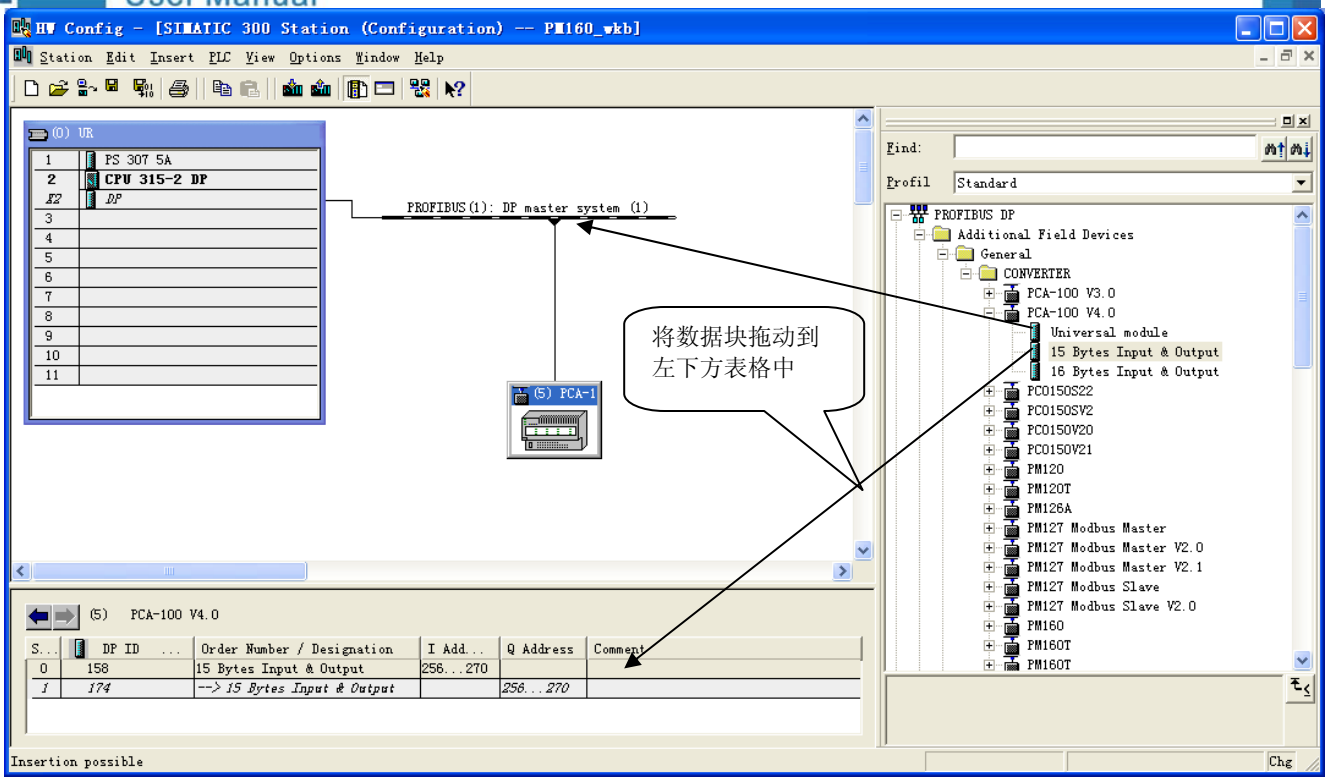

图 10
11. 将从站 PCA-100 配入到 PROFIBUS 网络配置当中，并将输入输出数据块，映射到 S7-300 或者其它控制器的内存当中。如图 10：